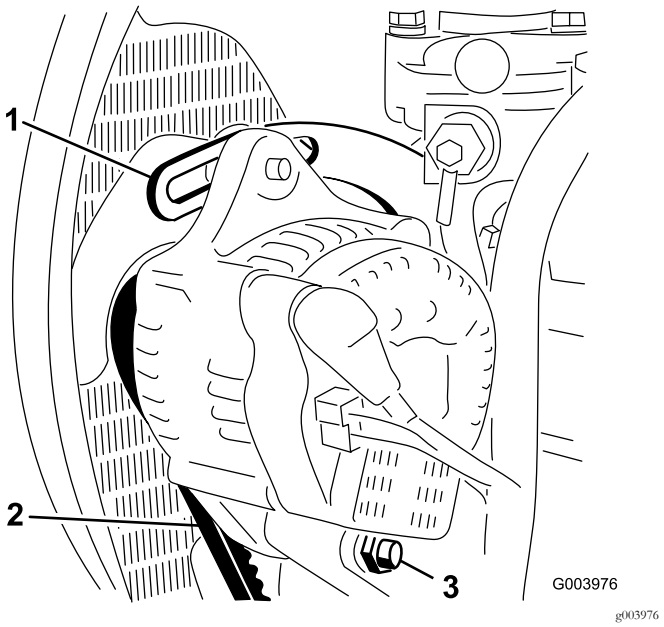

Figur 55
2. Kontrollera generatorremmens spänning genom att trycka ned remmen (Figur 55) mittemellan generatorn och vevaxelskivorna med en kraft på 10 kg.
3. Lossa den bult som håller fast staget på motorn (Figur 55), den bult som håller fast generatorn på staget samt axelbulten.